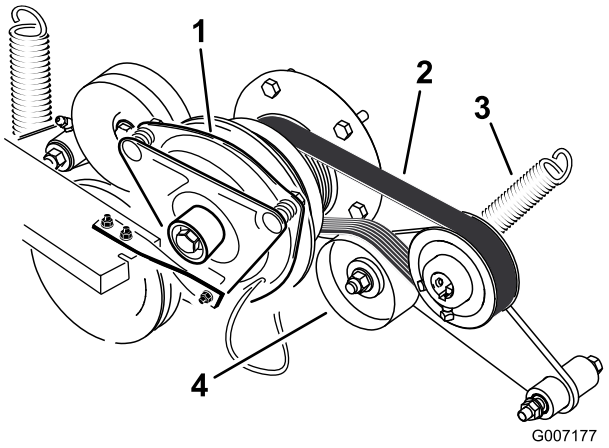

Figur 62
3. Tag fjederen af styrearmen (Figur 62).
4. Monter den nye rem omkring motorens og hydropumpens remskiver (Figur 62).
6. Monter fjederen på styrearmen (Figur 62).